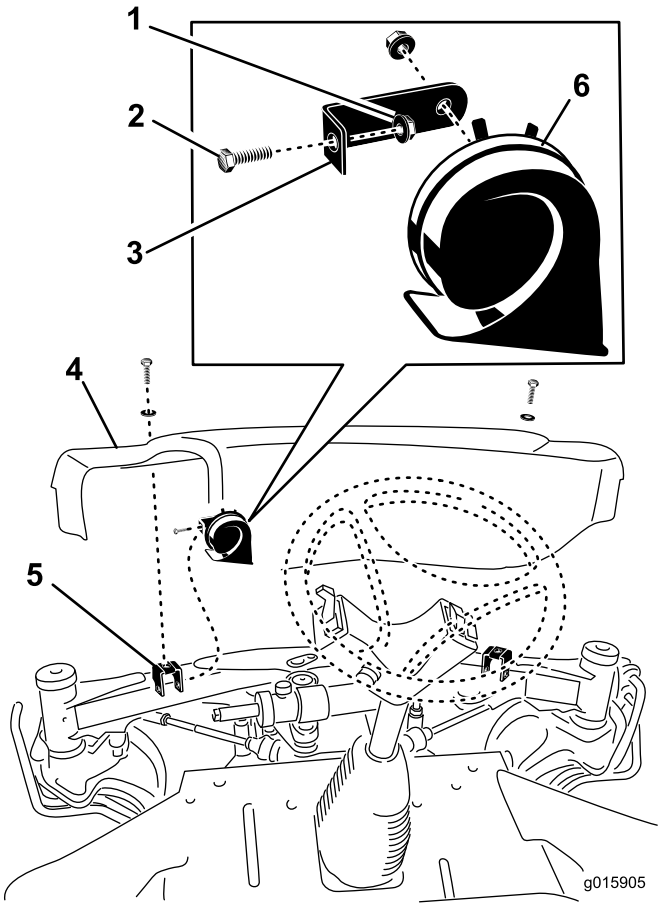

Figur 8
1. Fjern de (2) skruer og skiver, der fæstner fordækslet på forakslens beslag (Figur 8). Fjern fordækslet.
2. Monter hornbeslaget på det venstre dæksels monteringsbeslag med skruen på 5/16 x 3/4 tomme og flangehovedmøtrikken på 5/16 tomme (Figur 8).
4. Når ledningsnettet er blevet sluttet til hornet, skal fordækslet monteres på forakslen med de (2) skruer, der blev fjernet tidligere.